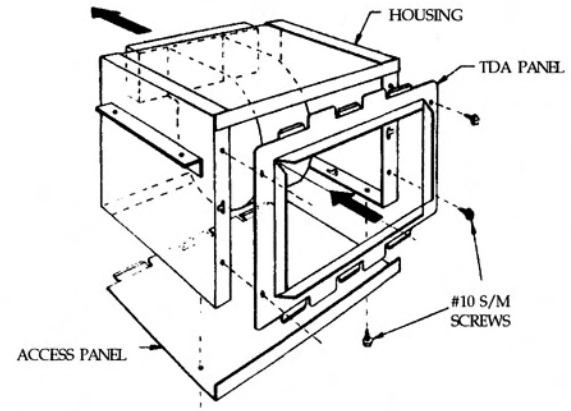

FIG.3
NOTE: As a standard, fans are furnished with an IN-LINE discharge as shown in Fig. 3.
1) DISASSEMBLE THE TDA PANEL FROM THE HOUSING; FIRST REMOVE THE FOUR #10 SHEET METAL SCREWS SECURING THE TDA PANEL TO THE HOUSING, THEN REMOVE THE ACCESS PANEL BY REMOVING THE TWO #10 SCREWS. PULL BOTH PANELS AWAY FROM THE HOUSING AS SHOWN IN FIG. 3.